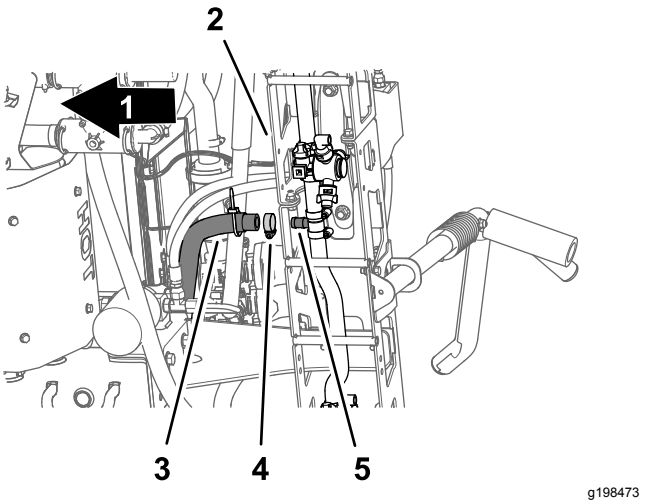

Rysunek 34
5. Pod środkową sekcją zraszania odłączyć zacisk węża mocujący wąż doprowadzający dla środkowej sekcji zraszania do trójnika z występem (Rysunek 34).